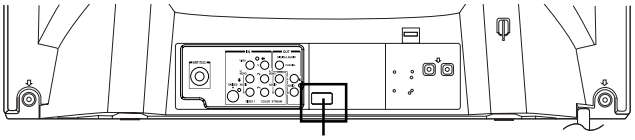

Fig. 1
2. Using the Serial Communication Change JIG **(JG198)**, connect the set to personal computer. **(Refer to Fig. 1)**